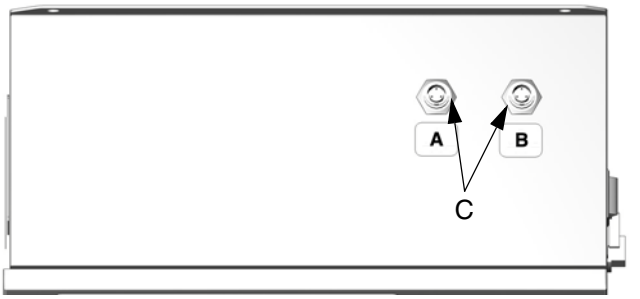
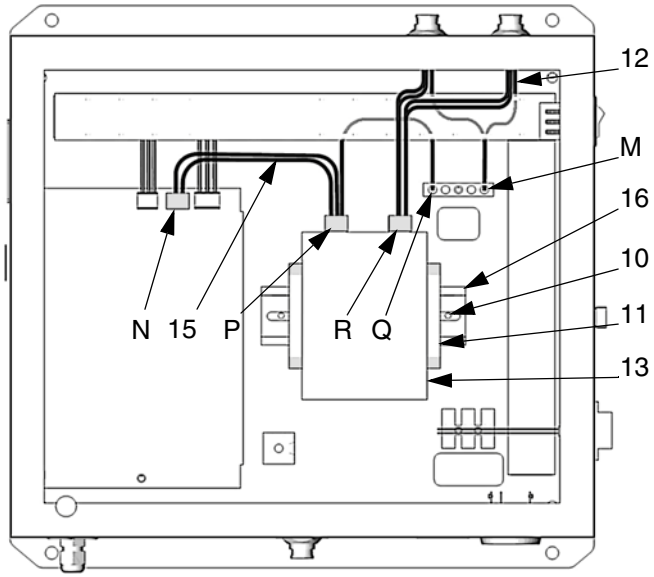

FIG. 3
FIG. 4
4. Apply the A and B labels as shown in FIG. 3.
5. Install DIN rail (16), using 2 screws (10). FIG. 4.
6. Install power supply (13) on DIN rail (16) with input/output connectors facing up.
7. Install DIN rail end blocks (11) to prevent power supply from moving.
1. Connect line power supply harness (15) between power supply circuit board (N) and power supply input (P). FIG. 4.
2. Connect the harness (15) ground wire ferrule to ground terminal (Q).
3. Install the 2 bulkhead connectors [C - included with power supply harness (12)] in the knock out holes. FIG. 3.
4. Plug the harness (12) connector into the power supply output (R). FIG. 4.
5. Connect the harness (12) ground wire ferrule to the ground terminal (M).
See FIG. 4.